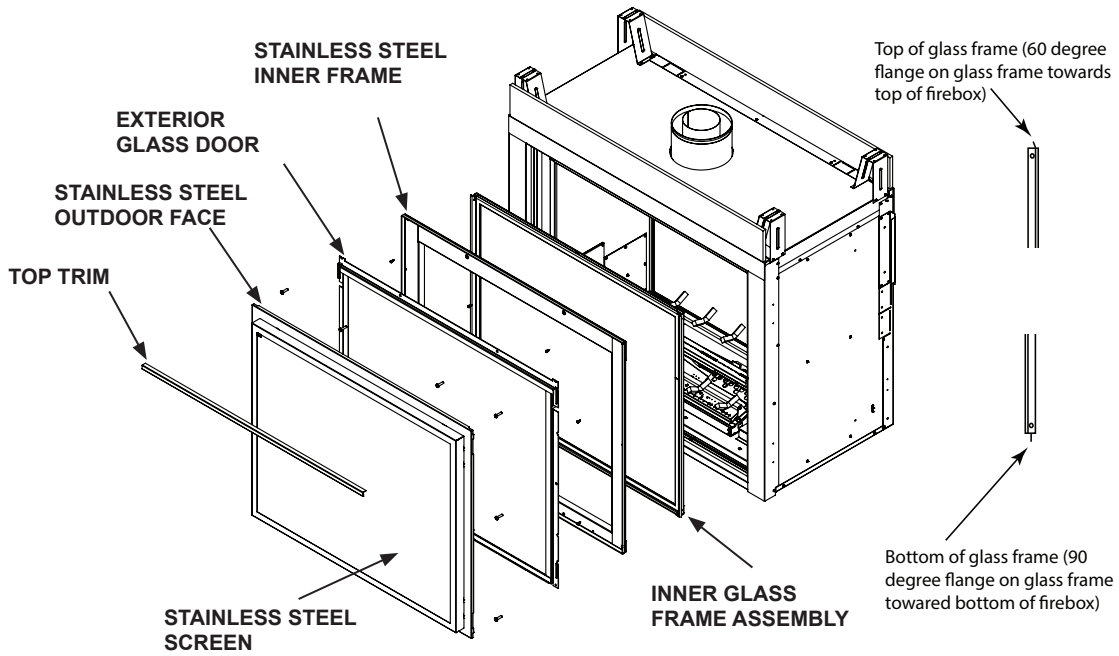

Figure 10.7 Remove Safety Barrier and Glass Frame
1. Remove the top trim at the top of the stainless steel outdoor face see Figure 10.7.
2. Remove the stainless steel screen face by lifting up and out. See Figure 10.7.
3. Remove exterior glass door assembly by unfastening the top four machine bolts, the two side bolts and the two bottom corner bolts. Loosen the two middle bottom bolts but do not remove total to help support the assembly. See Figure 10.7.
5. Remove the stainless steel inner frame by unfastening the two machine bolts at the bottom and the ten stainless steel screws that secure the inner frame to the stainless steel face. Pull the inner frame out. See Figure 10.7.
6. Remove the inner glass frame by releasing the three latches located at the top of the firebox. Tilt glass frame away from the unit. Lift the glas frame up and away from the unit. See Figure 10.7.